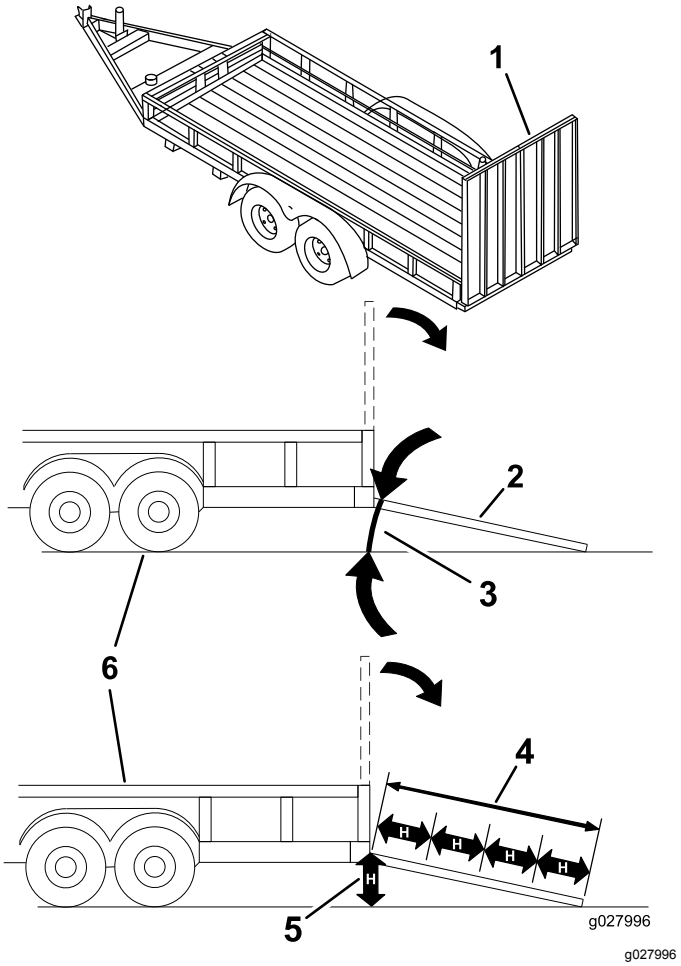

Figur 38
Lasting av maskinen på en tilhenger eller lastebil øker muligheten for at den velter og kan føre til alvorlig skader eller dødsulykker (Figur 38).
3. Senk rampen og sørg for at vinkelen mellom rampen og bakken ikke overskrider 15 grader (Figur 38).
1. Senk rampen og sørg for at vinkelen mellom rampen og bakken ikke overskrider 15 grader (Figur 38).